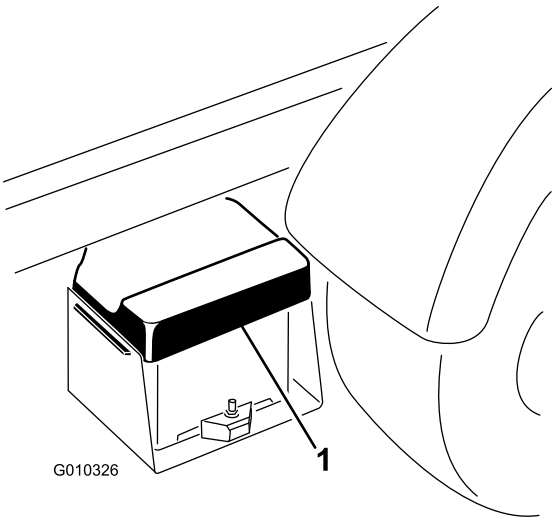

Figur 49
1. Kläm ihop batterikåpan för att frigöra flikarna från batterilådan, och ta bort batterikåpan från batterilådan (Figur 49).